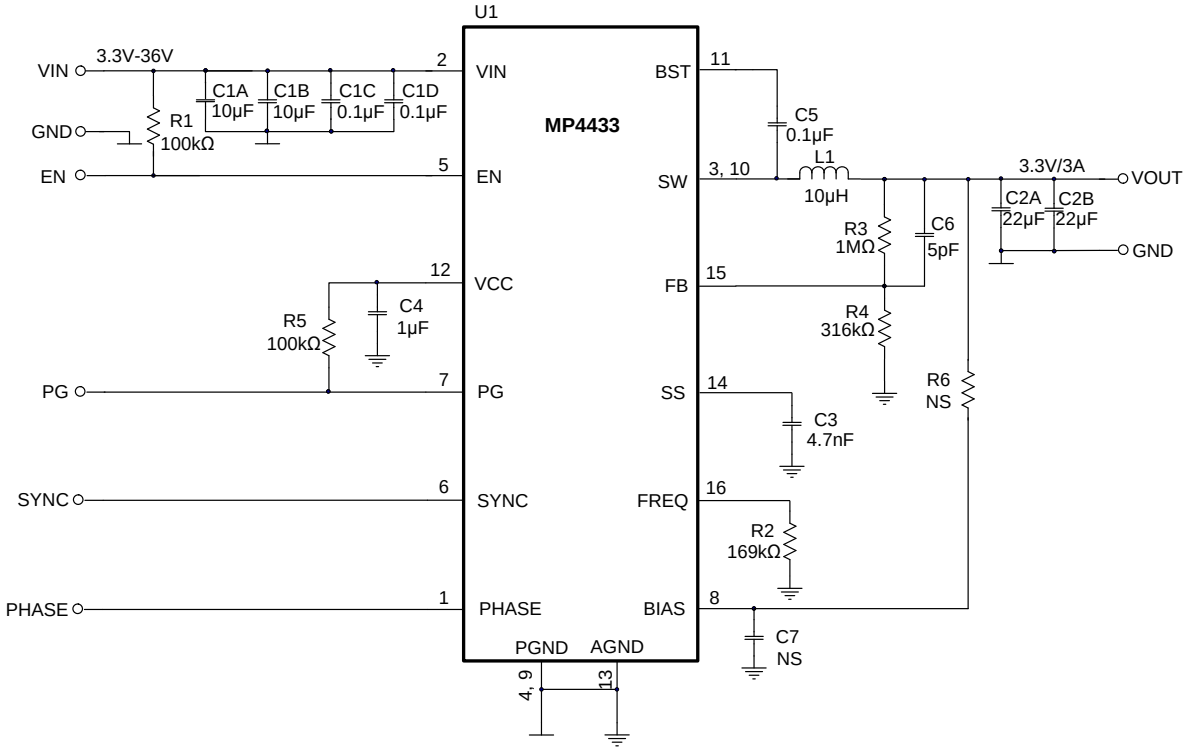

Figure 9: V_{OUT} = 3.3V, F_{SW} = 500kHz
6) The recommended PCB layout is based on Figure 9.